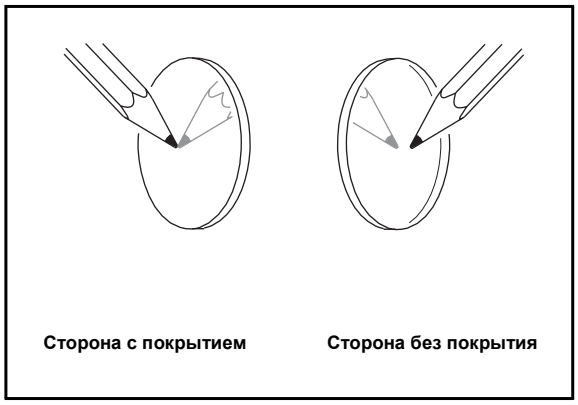

Рисунок 25: Определение стороны с покрытием
5. Чтобы вставить светофильтр, повернуть его стороной с покрытием по направлению к лампе. Чтобы понять, на какую сторону фильтра нанесено покрытие, расположить напротив стекла какой-нибудь предмет. См. Рисунок 25. Между предметом и его отражением на стороне без покрытия будет видно расстояние.